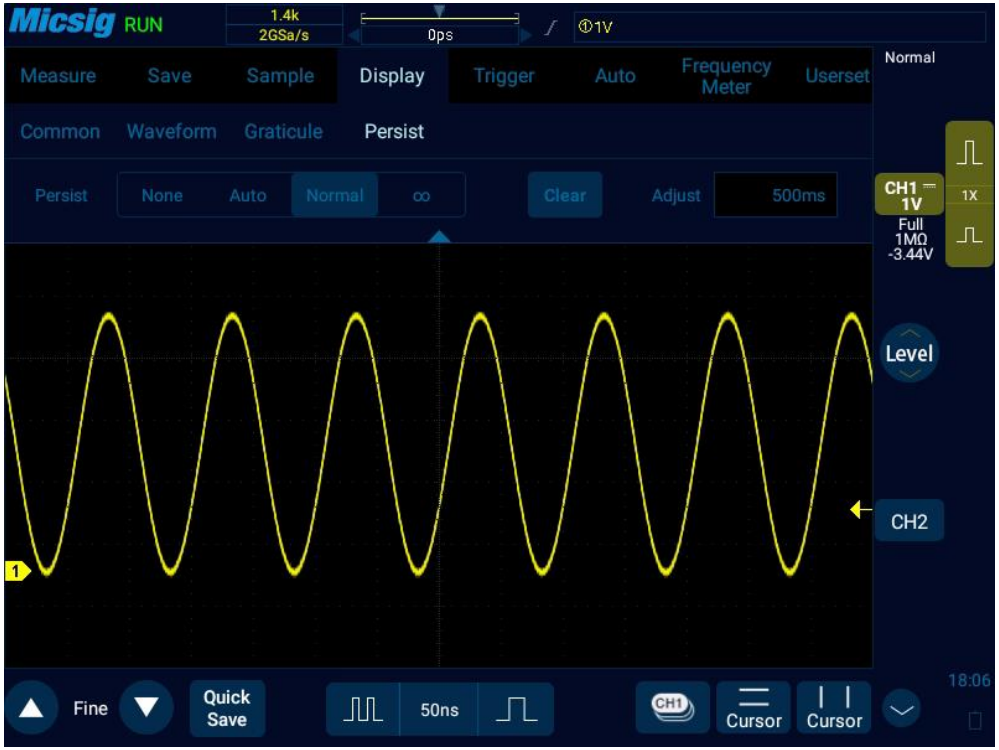

Figure 10-4 10MHz Sine Wave Variable Persist 500ms
- **Normal:** Normal - set the persist time — After selecting the variable persist, tap the box on the right of "Adjust" to pop up the persist time selection box (Figure 10-4) and set the persist time. It can be set between 10ms and 10s.